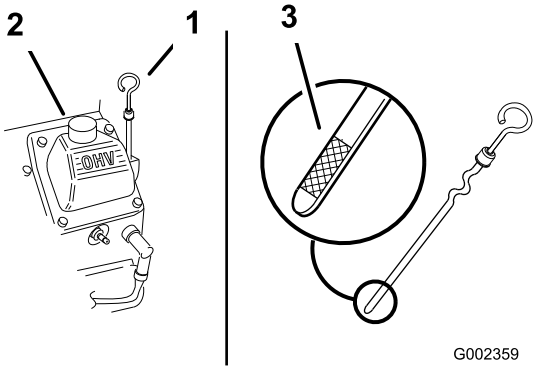

Figuur 17
2. Maak de omgeving van de peilstok schoon (Figuur 17), zodat er geen vuil in de vulopening kan komen, waardoor schade aan de motor kan ontstaan.
3. Verwijder de peilstok uit de buis en veeg deze schoon. Schuif daarna de peilstok weer helemaal terug (Figuur 17).
Het oliepeil moet tot aan de vol-markering 'Full' op het metalen uiteinde van de peilstok reiken (Figuur 17).
5. Als het oliepeil beneden de vol-markering 'Full' staat, verwijdert u de vuldop (Figuur 17) en vult u bij met olie totdat het oliepeil de vol-markering 'Full' op de peilstok bereikt. **Niet te vol vullen**.